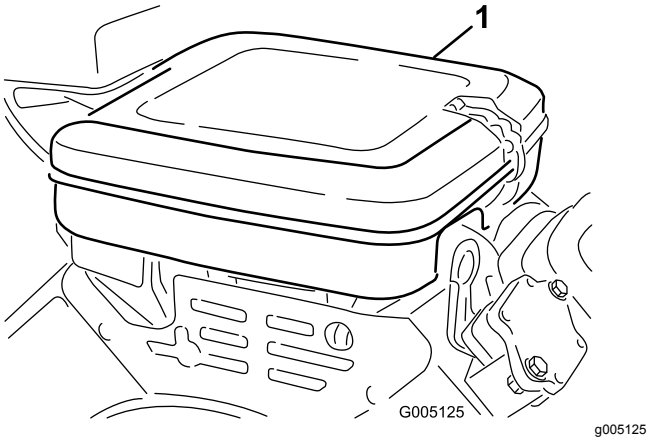

Figur 27
1. Rengjør luftrenserdekselet (Figur 27).